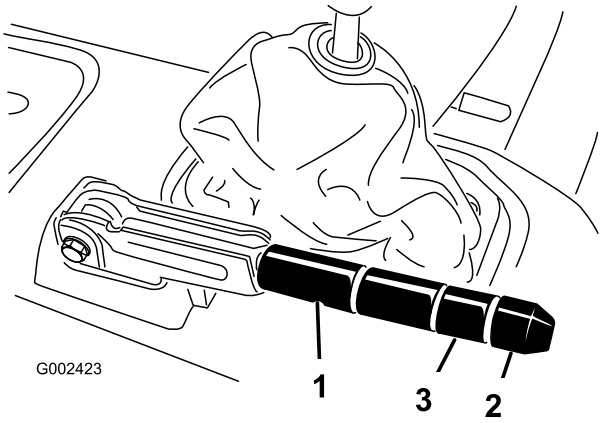

Figura 68
2. Desaperte o parafuso de afinação que fixa o manípulo à alavanca do travão de mão (Figura 68).